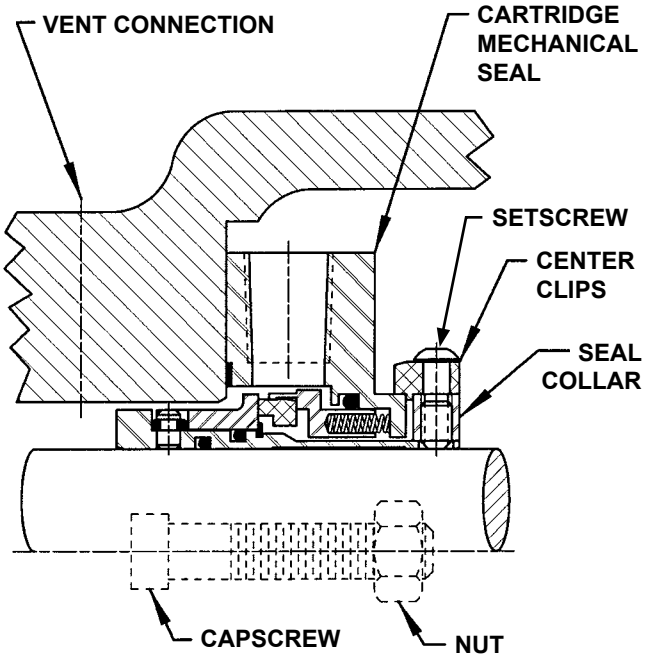

FIGURE 6
1. Cartridge **(Figure 6, page 8)**
2. **(see Figure 6 below)** Loosen setscrews on the seal collar to free the cartridge seal from the shaft.